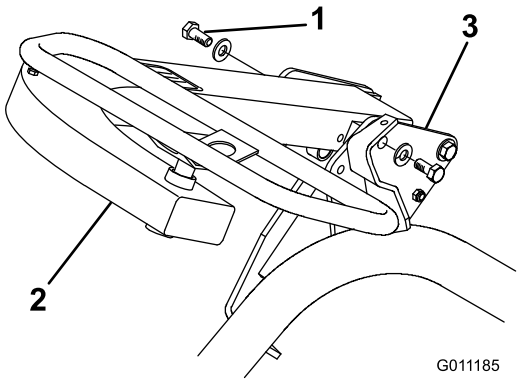

Figur 6
3. Velg ønsket monteringshull for komfort for operatøren og fest armen med to bolter ((1/2 x 3/4 tomme) og skiver ((1/2 tomme)) (en hver i løse deler) (Figur 6).